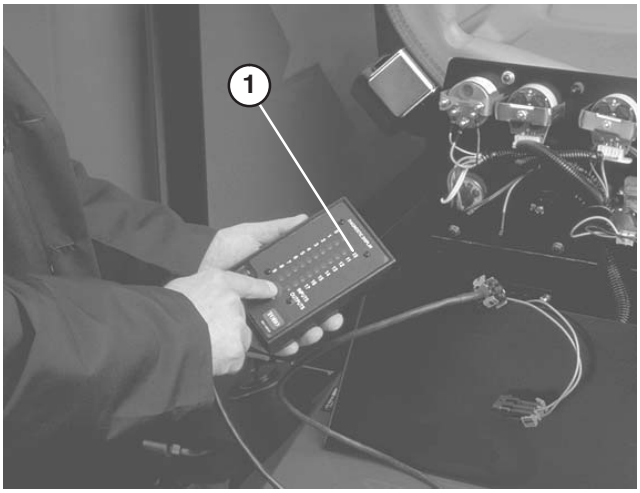

Bild 33
3. Schließen Sie die ACE-Diagnostikanzeige an den Kabelbaum an (Bild 33). Stellen Sie sicher, dass sich das richtige Overlayschild auf der ACE-Diagnostikanzeige befindet.